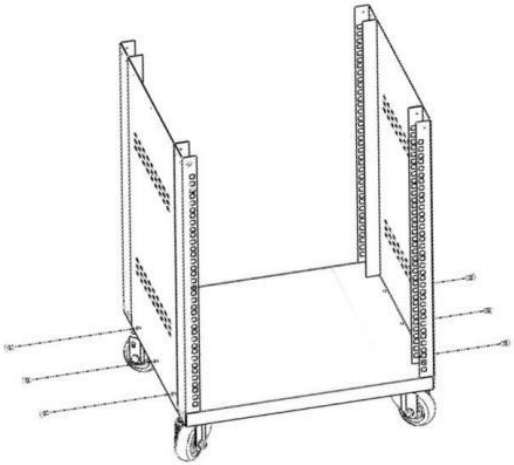

Figura 3
3. Allineare IL lato pannello (④) con metter il fondo a pannello (②), sicuro con 3 viti di fissaggio di montaggio m5 (⑦) con un cacciavite elettrico. poi adotta lo stesso
Passaggio per fissare un altro pannello laterale (④). Vedere Figura 3.